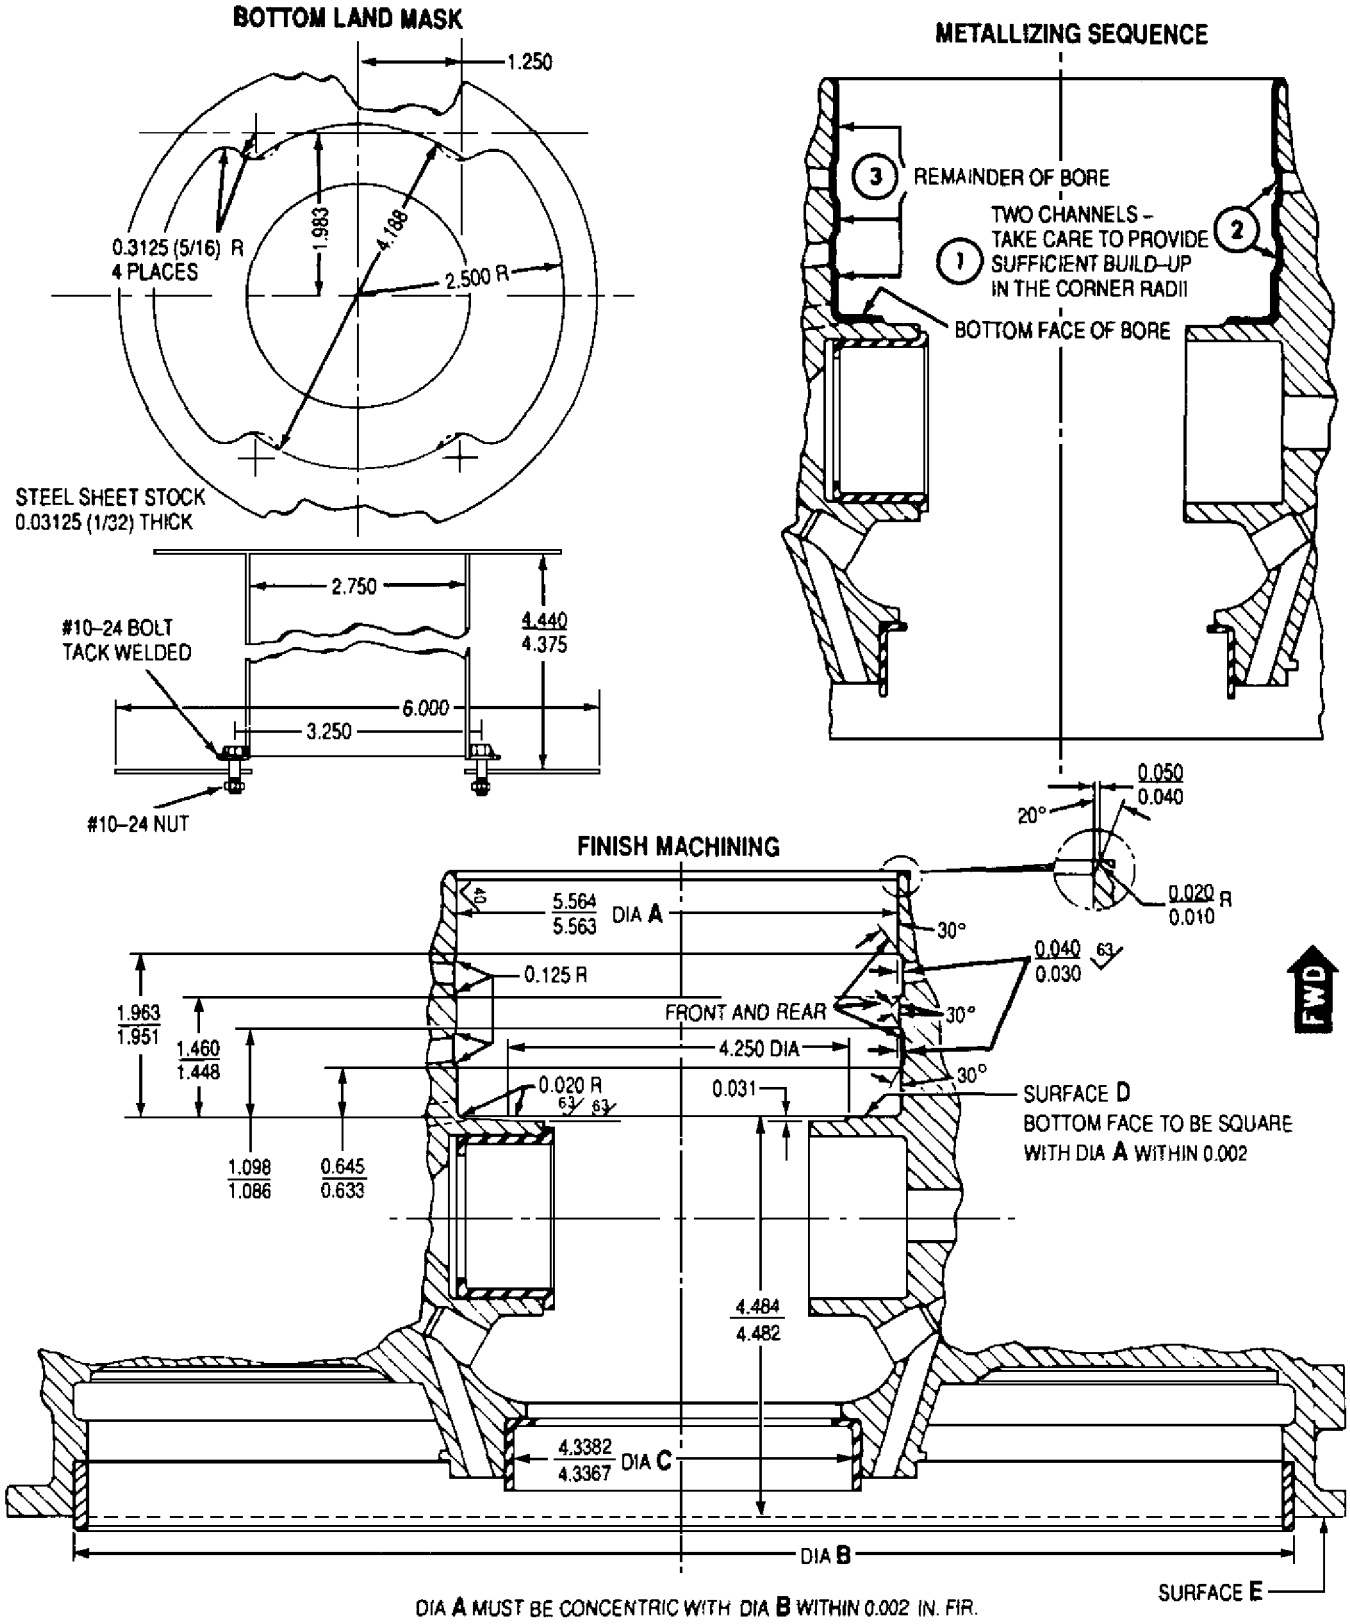

Figure 9. Air Inlet Housing Rework
a. Remove four studs from Surface D (figure 9).
(1) Mount the housing in a vertical lathe, rear flange down. Center Diameter C (cage) over a pilot block. Control squareness of bore at Surface E and clamp mounting face to support blocks. Distance from top of pilot block to flange blocks shall not exceed 1.150 in. and radial clearance must exist between support blocks and mounting flange pilot.
(2) If bore has previously been metallized, depth of cut should be a minimum to remove only the metallizing through the bonding (first) layer. Maximum stock removal (on parts previously metallized) should be such that the thickness of metallized coating after machining does not exceed 0.042 in.
(3) Machine as required, using one roughing cut at 180 rpm with a 0.005 in./min feed.
(1) Fabricate a grit blast shield, 1/32 in. thick x 18 in. OD x 5.665 in. ID. Drill sixteen 3/8 in. diameter holes through at 6.3125 in. diameter. Place shield in place over the sixteen studs on front face and secure with 5/8 in. ID sleeves and 5/16 in. nuts.
(2) Fabricate bottom land mask as shown in figure 9 and install in bottom of bore.
(3) Mask the bottom flange inner edges with masking tape.
(4) Plug all air and oil holes in Diameter A bore and channels. Use 5/16−18 thread headless set screws in the four stud holes at bottom land. Use cork stoppers at other locations and trim off flush with surface.